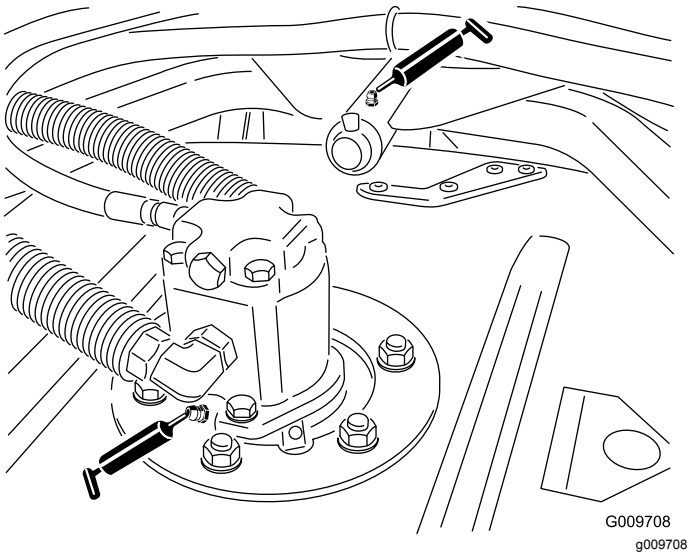

**Figur 52**
- Klippenhetens spindelaxellager (2 per klippenhet) (Figur 52)
- Klippenhetens bärarmsbussningar (1 per klippenhet) (Figur 52)